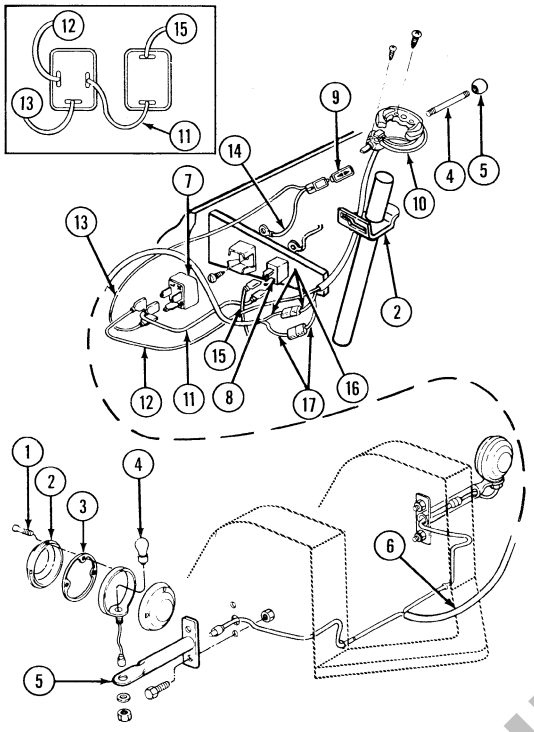

Figure 16
2. Connect the three wires to the harness and the relay, Figure 16, and operate and turn signal and warning light switches to check for proper operation of the system.
Procedures for removal and installation are the same as for circuit breakers above. See Figure 16 for wire connections.